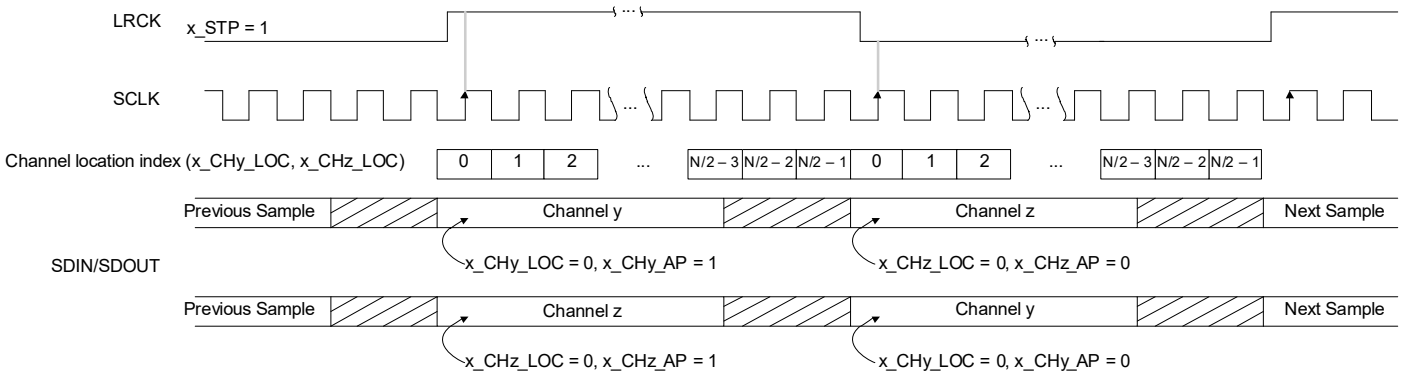

Figure 4-38. Example 50/50 Mode (ASP_STP = 1)
- If ASP_STP = 1, the frame begins when LRCK/FSYNC transitions from low to high. See Fig. 4-38.